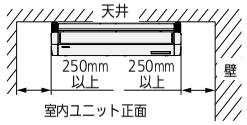

図1
- サービス時の作業用スペースを考慮してください。（図1,2）